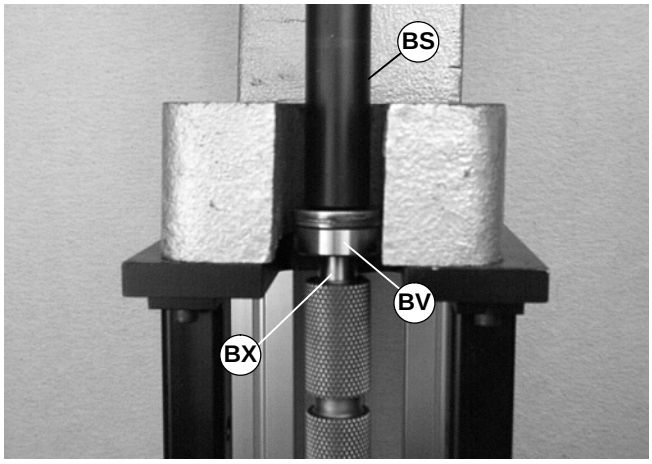

Abbildung 55
3. Die Werkzeughülse (Teilnr. 450282) (BS siehe Abbildung 55) über das Lager schieben (BX).